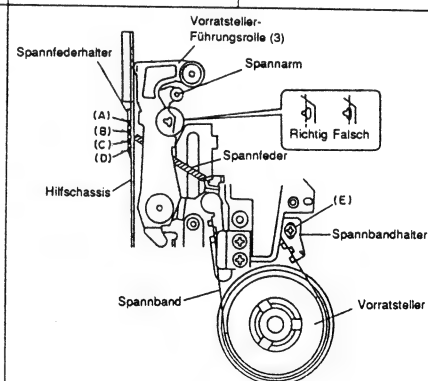

Abb. 3-6
3-2 Einstellung der Position des Spannstiftes (Abb. 3-6)
3-3 Spannungseinstellung (Abb. 3-6)
1) Die Spannfeder an Abschnitt (C) des Spannfederhalters anbringen (siehe Abb. 3-6).
① Falls das Spannmoment mehr als 7,5 g.cm beträgt, die Spannfeder an Abschnitt (D) des Spannfederhalters einhängen.
② Falls das Spannmoment weniger als 5,5 g.cm beträgt, die Spannfeder an Abschnitt (A) oder (B) des Spannfederhalters einhängen.